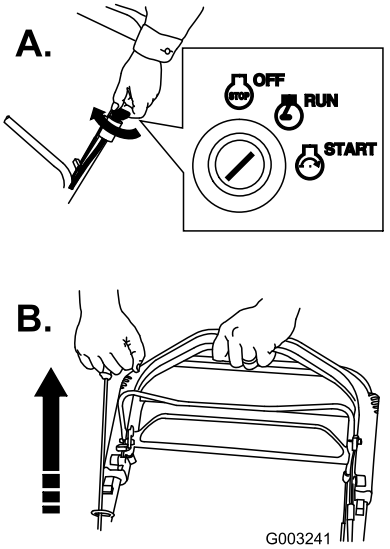

Figure 21
- Turn the ignition key to the Run position and pull the recoil starter in the operating position (Figure 21).